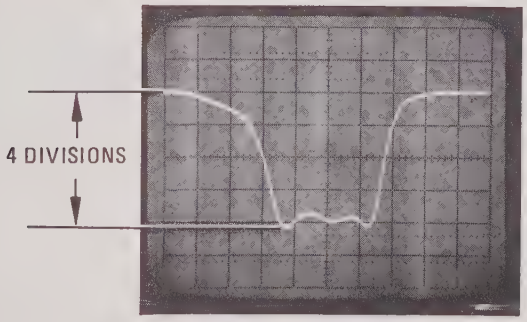

Figure 5-53. YTF Passband Display
4. Perform corresponding YTF tracking adjustment to center passband (10 dB points) on spectrum analyzer CRT display (Figure 5-53). Ensure that at least 25%of passband is on each side of center vertical graticule line.